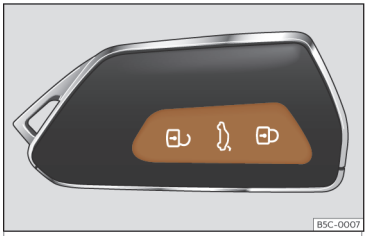

Fig. 75 Llave por control remoto: teclas.
- Bloquear: pulse el botón >>> **fig. 75**.